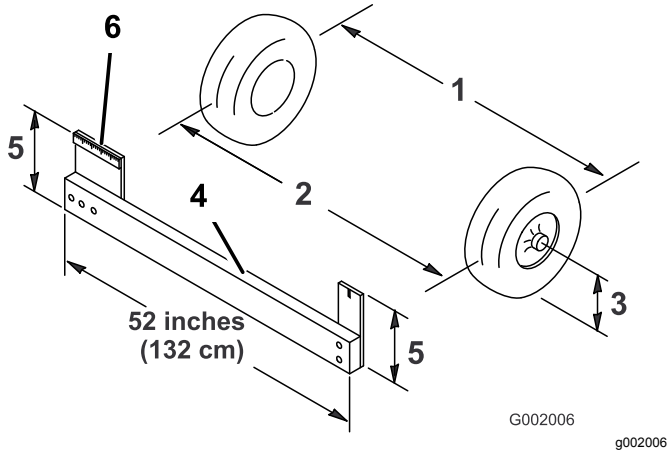

Figur 50
4. Mål afstanden mellem begge fordækkene ved akselhøjden ved både forsiden og bagsiden af fordækkene (Figur 50).
Bemærk: Der skal bruges en opspændingsanordning eller justeringsmåler til måling bag på fordækkene ved akselhøjde. Brug den samme opspændingsanordning eller justeringsmåler til at foretage en præcis måling foran på fordækkene ved akselhøjde (Figur 50).